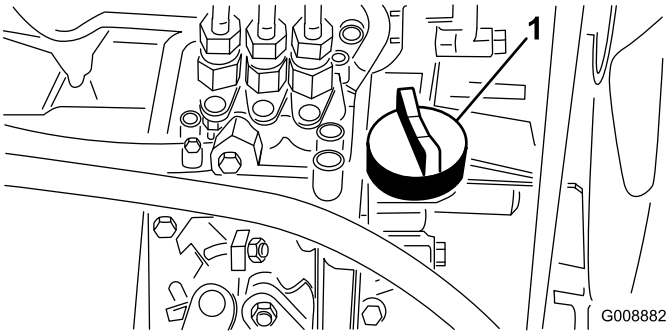

**Figur 36**
4. Hvis oliestanden er lav, skal du fjerne oliepåfyldningsdækslet (Figur 36) og gradvist fylde små mængder olie på og ofte kontrollere oliestanden, indtil den når FULL-mærket på målepinden.